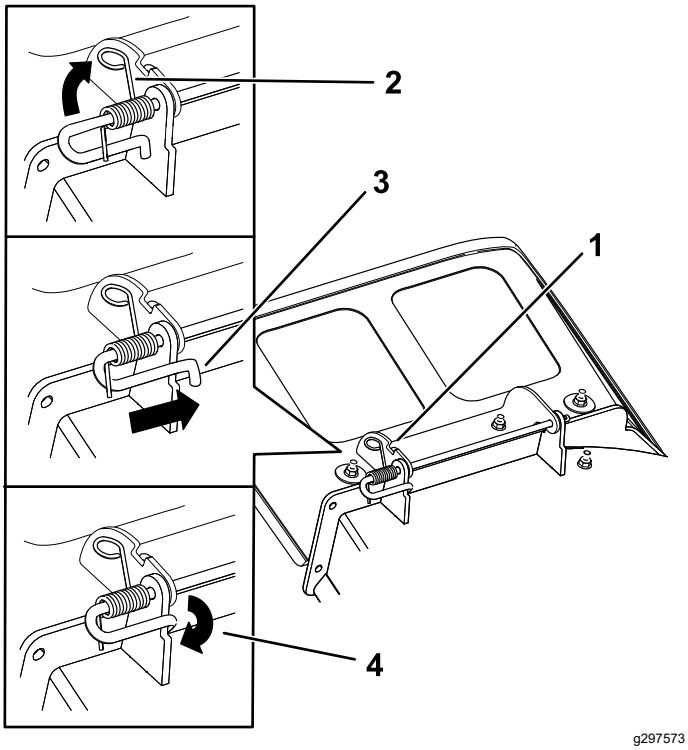

Figur 79
4. Plasser den nye utslippsavlederen med brakettendene mellom de sveisede brakettene på klippeenheten som vist i Figur 79.
6. Plasser fjæren på stangen som vist i Figur 79, slik at den kortere fjærenden går under stangen før krummingen og går over stangen når den kommer tilbake fra krummingen.
7. Løft løkkeenden av fjæren, og plasser den i hakket på avlederbraketten (Figur 79).
8. Fest stang- og fjærenheten ved å vri den slik at den korte enden av stangen plasseres bak den fremre braketten som er sveiset til klippeenheten (Figur 79).